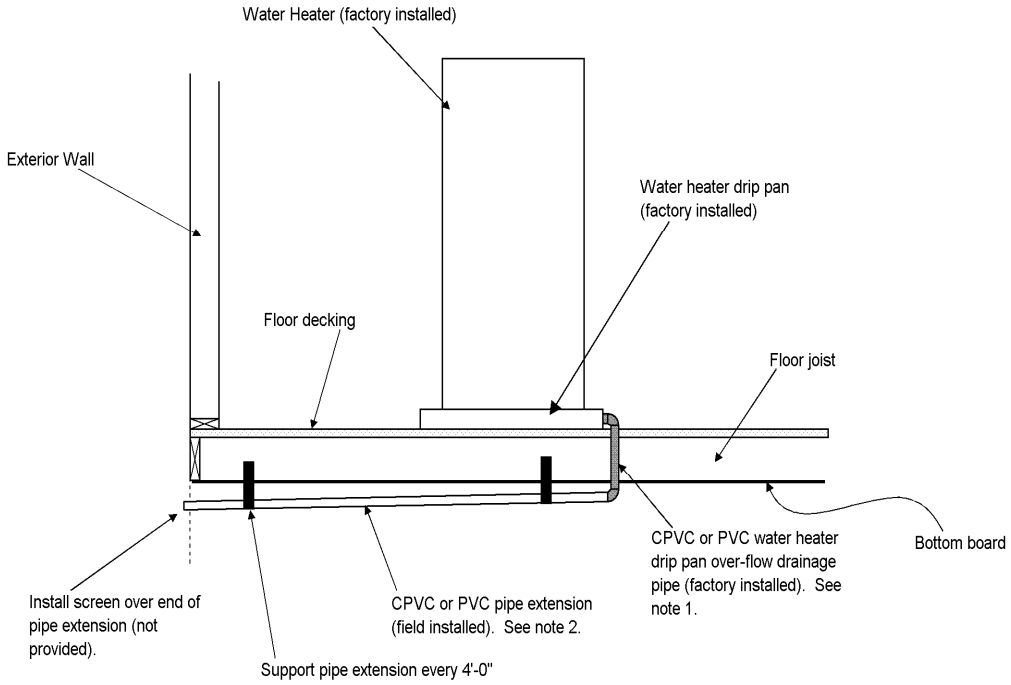

Figure 85. *Water heater drip pan and drain*
6. **Install water heater drip pan drain.** Assure that the drain for the water heater drip pan does not terminate under the home. Using the materials provided and the accompanying instructions run a drain line from the water heater drip pan through the floor to the exterior of the crawl space. Terminate the line between six and 24 inches above grade. (**Figure 85**). Make the termination point rodent proof.